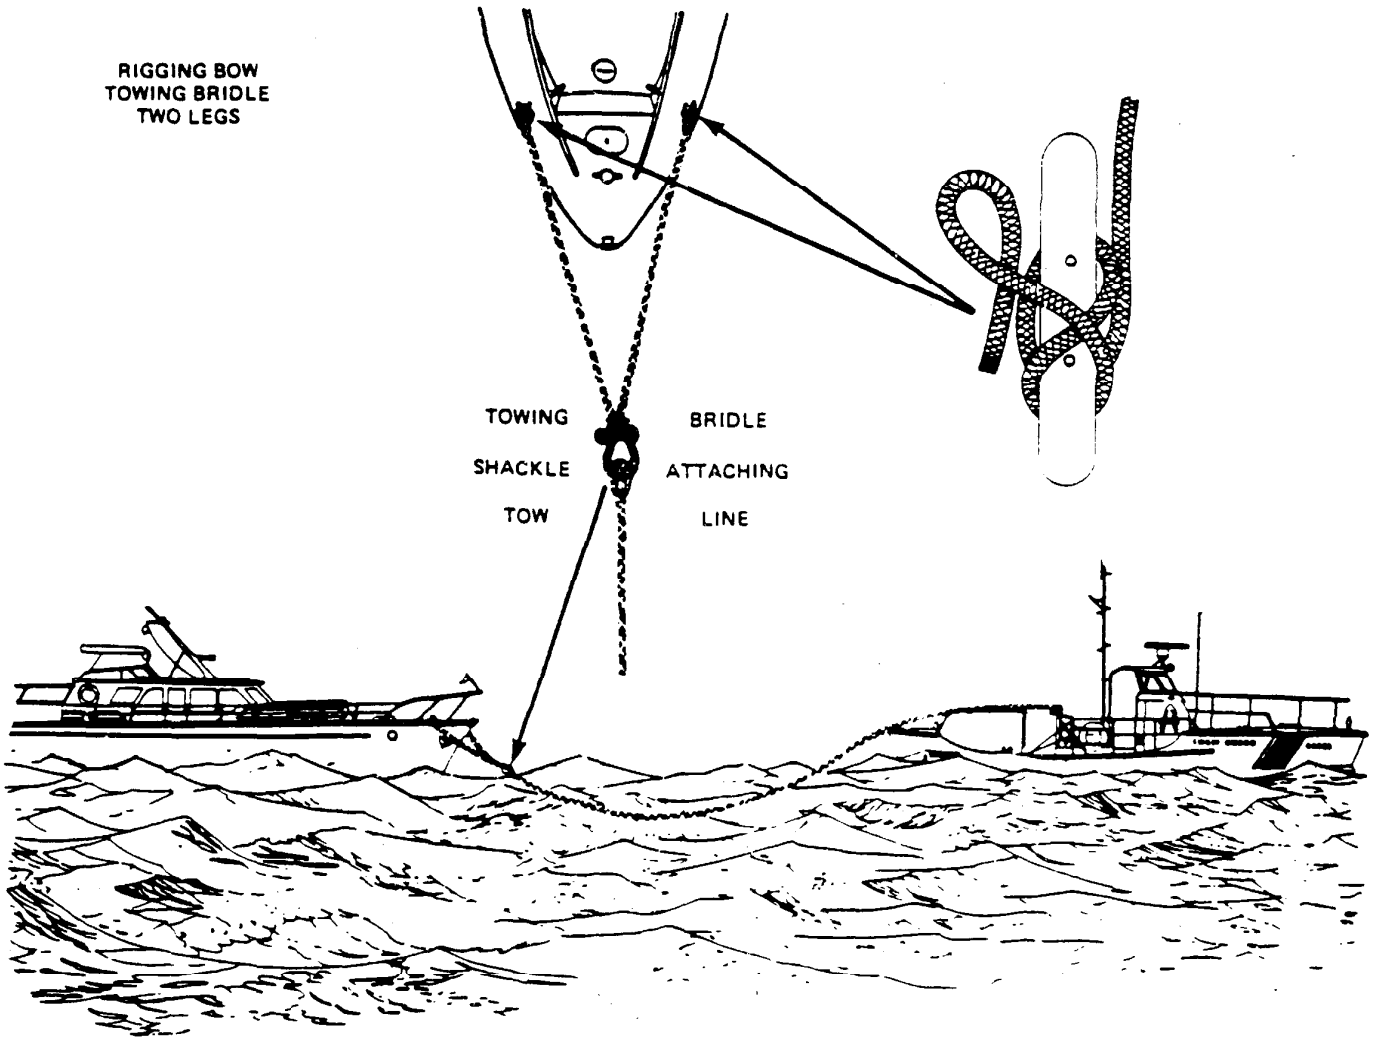
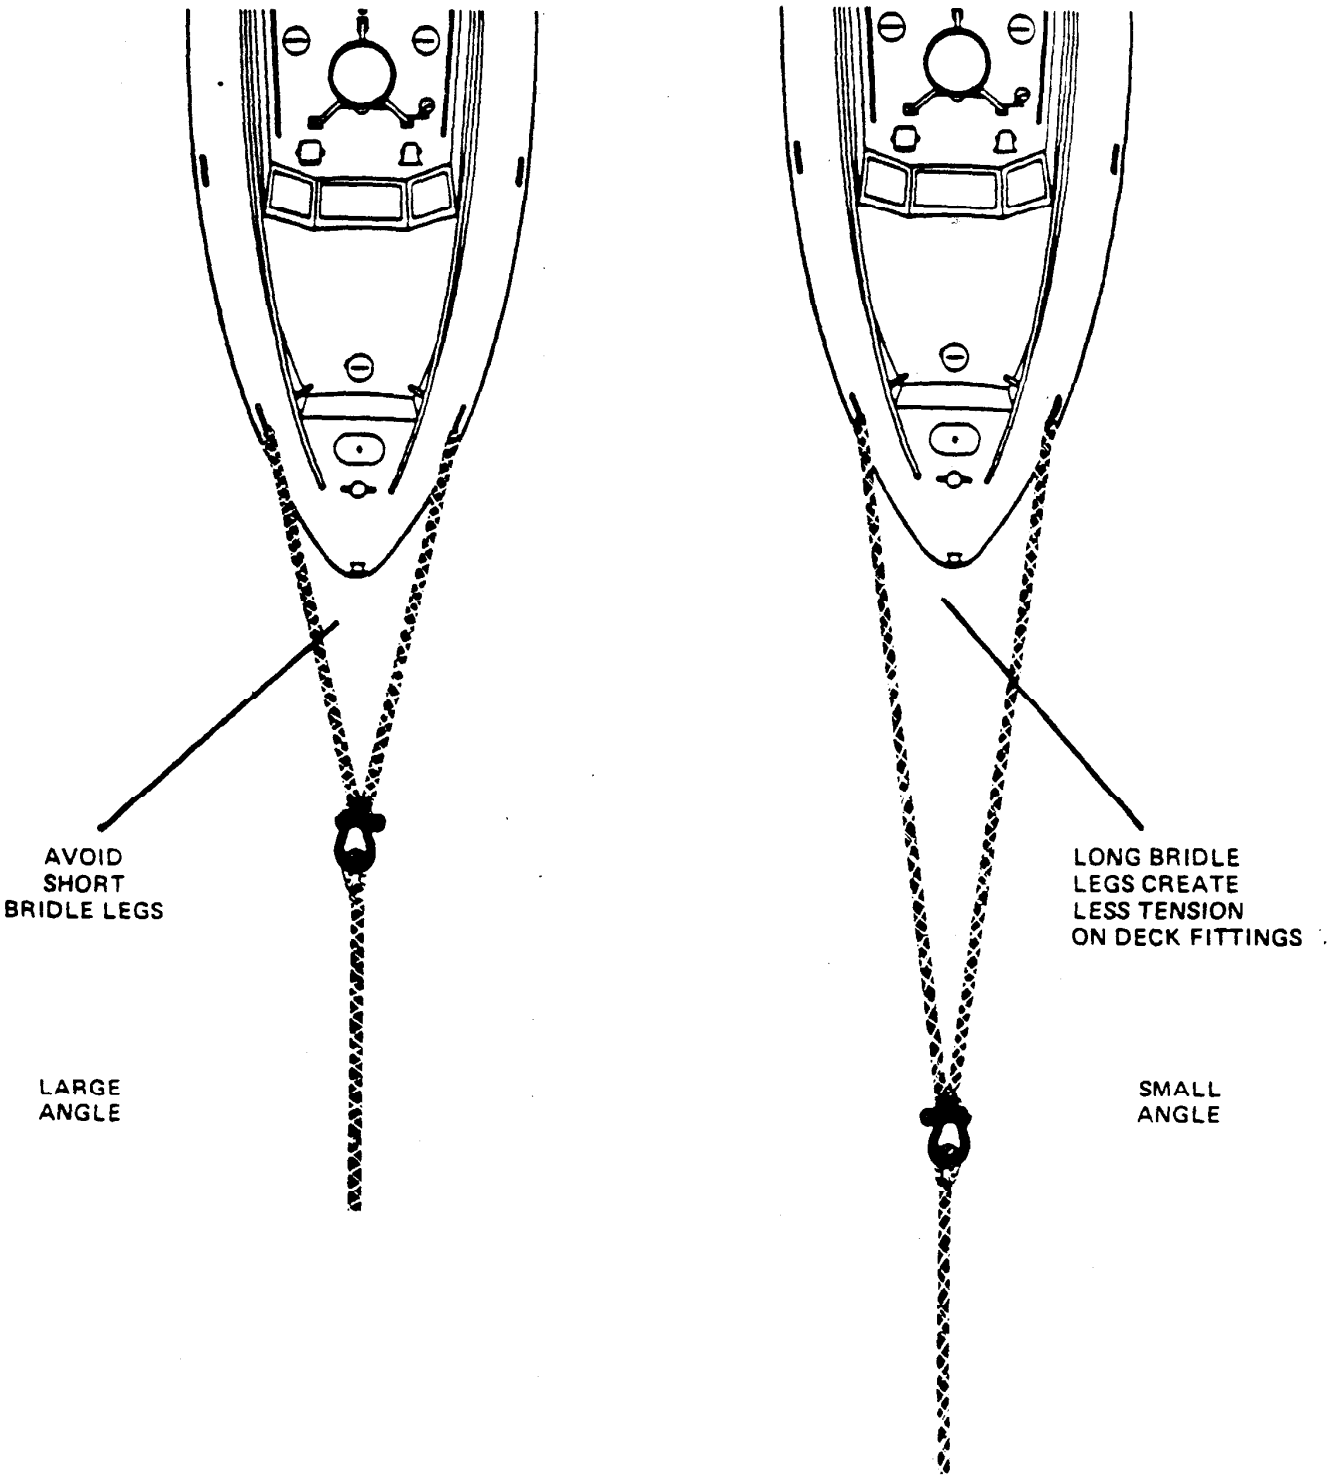
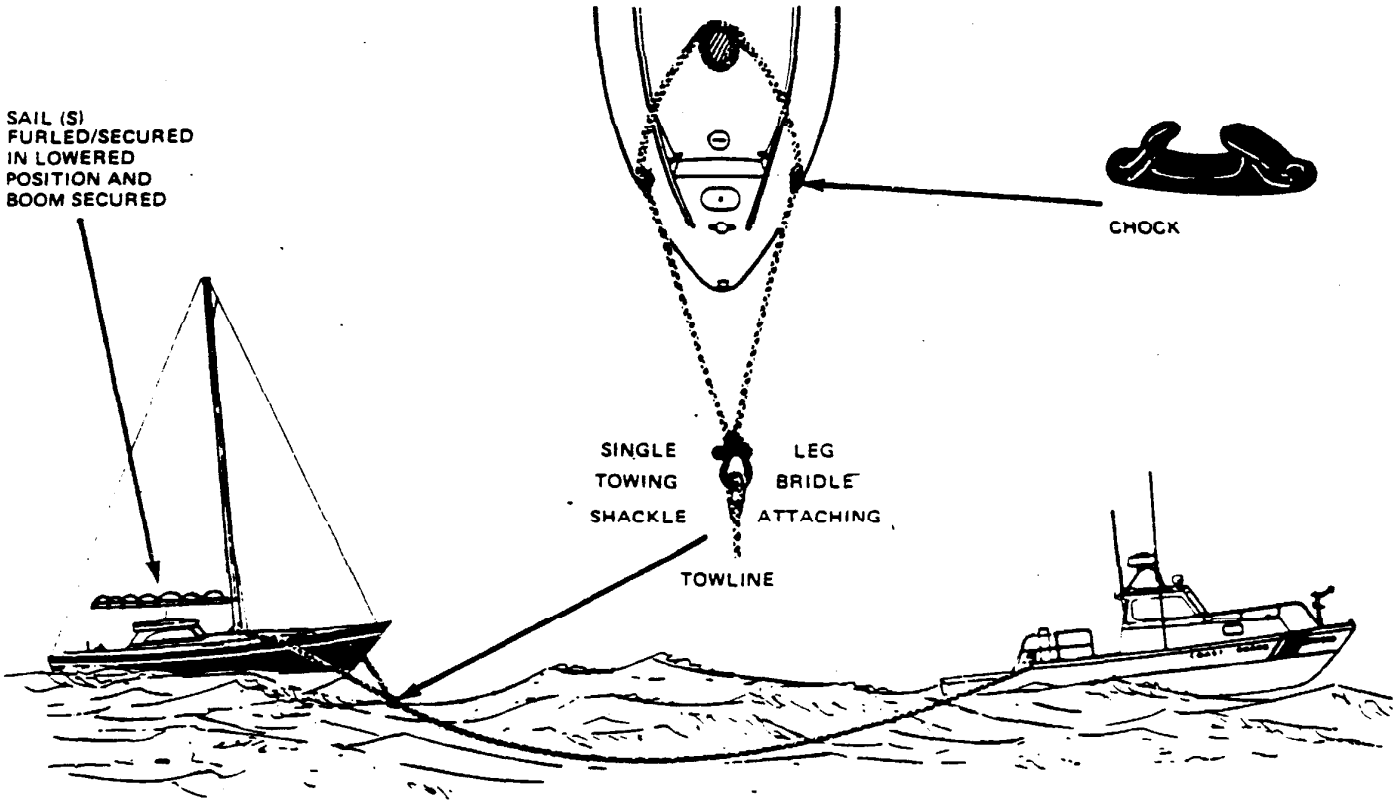

Figure 12-24 Rigging Bow Towing Bridle-Two Legs
Figure 12-25 Double Leg Bridles
Figure 12-26 Single Leg Bridles
(5) If the towline connection is made by personnel other than a crewmember placed on the disabled vessel, ensure that the towline is properly secured to the appropriate fittings on the distressed boat. Remain alert to direct, if necessary, the correct way to make the towline attachment.
c. Double leg bridles, when used are attached to the two forward cleats, bitts, or to the sampson post of the distressed boat. (See Figure 12-24). The key is to make the attachment point or points so that the pull is equally distributed on the towed boat's deck fittings. Decreasing the angle formed by the towing bridle will decrease tension on the boat's deck fittings and on the towline. (See Figure 12-25). The procedure below is used to connect a towline and bridle to a boat.
(1) Assign a crewmember to board the disabled boat and perform the connection.
(2) Pass the towline and bridle to the crewmember on the disabled boat.
(3) The crewmember will secure the bridle legs to the attachment points, that is, to selected deck fittings on the distressed boat, so that the tension during the towing evolution is evenly distributed.
(4) If the towline connection is made by personnel other than a crewmember placed on the disabled vessel, ensure that the towline is properly secured to the appropriate fittings on the distressed boat. Remain alert to direct, if necessary, the correct way to make the towline attachment.
(5) Be sure that the bridle legs are of equal length and that the shackle connecting the bridle to the towline is in line with the centerline of the towed vessel.
d. Single leg bridles are generally only used in towing sailboats, and are secured to the base of sailboat's mast providing the mast is designed to withstand the stress of towing. Information concerning the mast must first be obtained from the operator of the sailboat (See Figure 12-26). The steps for connecting a towline and bridle to a sailboat mast are listed below.